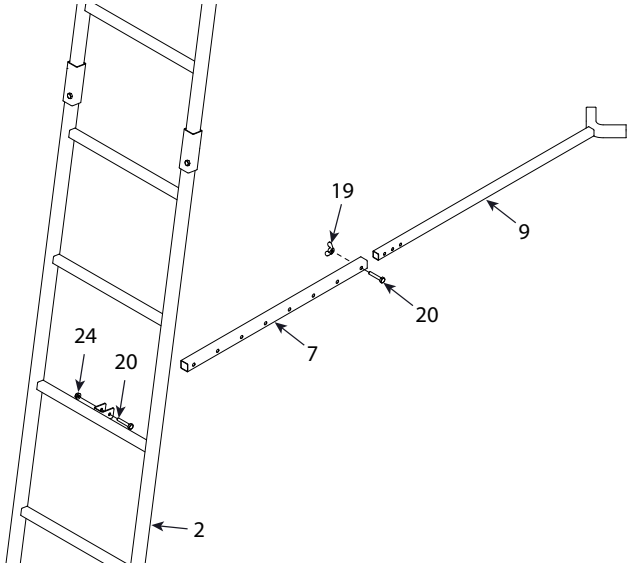

FIGURE 7
7. Attach the stabilizer bar extension tube (7) to the middle ladder section (2) through the mounting bracket with one 1/4-20 X 1-1/2 IN bolts (20) and one 1/4-20 nut (24). **SEE FIGURE 7**.
8. Slide the stabilizer bar (9) into the extension tube (7) and attach the two pieces together using one 1/4-20 X 1-1/2 IN bolt (20) and one wing nut (19). The bolt must go through both the extension tube (7) and stabilizer bar (9) at appropriate hole to achieve desired distance from tree. Adjustment in length may be needed when ladder is uprighted later in Installation and Use Instructions. **SEE FIGURE 7.**